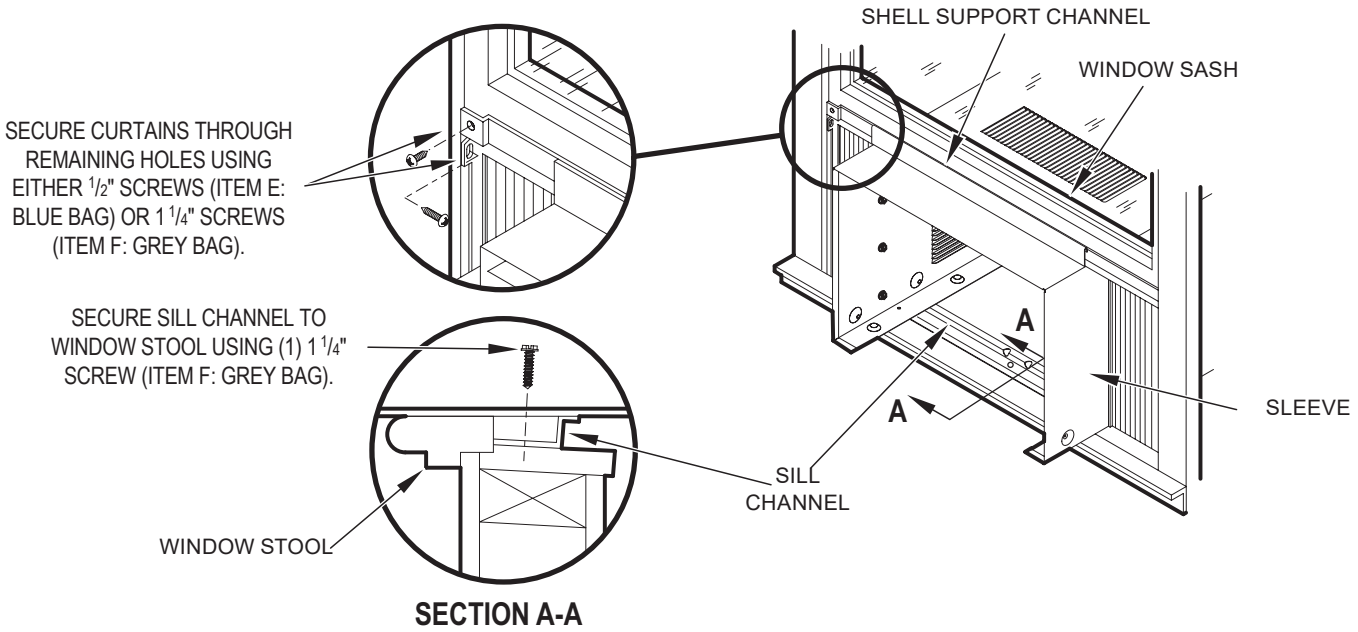

Figure C.4.5
STEP 6 Extend side curtains to fill window. Secure outer top corner of each curtain (left and right) to window jamb and/or window sash using supplied screws. Two sizes of screws (E and F in parts list) and 2 different screw hole locations have been provided to accommodate varying window types (See Figure C.4.5).
STEP 7 Secure sleeve to window stool through screw hole in the bottom center of sill channel using 1 supplied 1 ¼" screw (F in parts list) (see Fig. C.4.5 Detail A).
In Step 6, the window curtains were secured using 1 supplied screw per curtain (2 screws total). For a more permanent application, you may secure each curtain with an additional screw through the remaining screw hole, insuring each window curtain is secured to window jamb and sash with 2 screws each (4 screws total). Two sizes of screws (E and F in parts list) have been provided to accommodate varying window types (see Figure C.4.5).